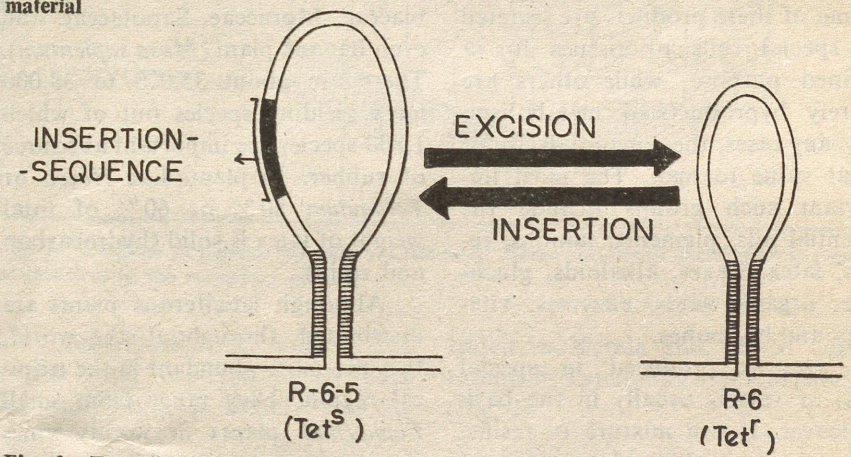

Fig. 6. The effect of excision or insertion of insertion sequence on tetracyclin resistance
(IS) of DNA have been shown to play an important role in structural evolution of plasmids leading to their diversity in structure and function. Insertion sequences contain no known genes except the insertion function, whereas transposable elements behave formally like IS but contain additional genes. Both of them can get integrated into several sites in a genome. After insertion, they not only abolish the function of the gene into which they get integrated, but can also affect the functioning of genes distal to the insertion site, e.g., R-6-5 factor is a variant of R-6 with same structure, but R-6-5 does not express (tet^r) like R-6, because it carries an additional segment of DNA. After excision of this segment the same factor behaves (tet^r) like R-6. This shows that R-6-5 carries the tet^r gene but has been inactivated by the insertion of DNA segment. So this IS turns off and on the expression of (tet^r) in R-6-5 plasmid (Fig. 6).